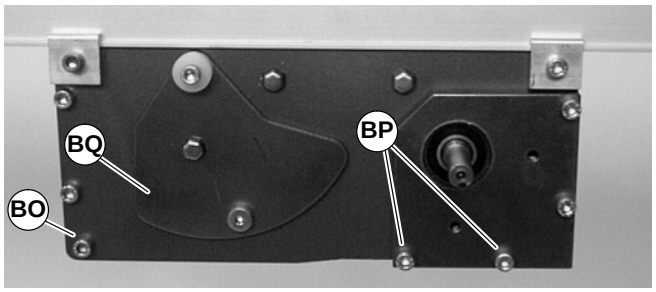

Abbildung 35
10. An jeder Seite des Antriebsmoduls (BO siehe Abbildung 35) Eckschrauben mit 9 Nm fest anziehen.
12. Die Spannbodenschrauben an jeder Seite des Moduls (BP siehe Abbildung 35) wieder installieren. Die Schrauben mit 9 Nm festziehen.